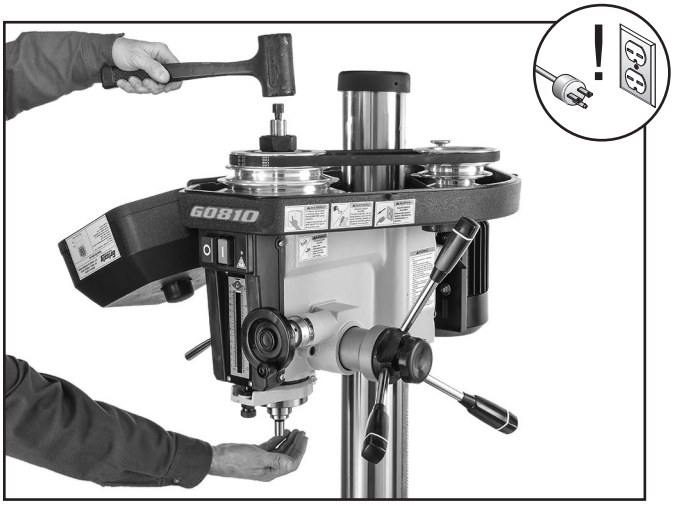

Figure 42. Tapping drawbar to unseat tool taper.
3. Tap top of drawbar with brass or dead-blow hammer to unseat taper (see **Figure 42**).